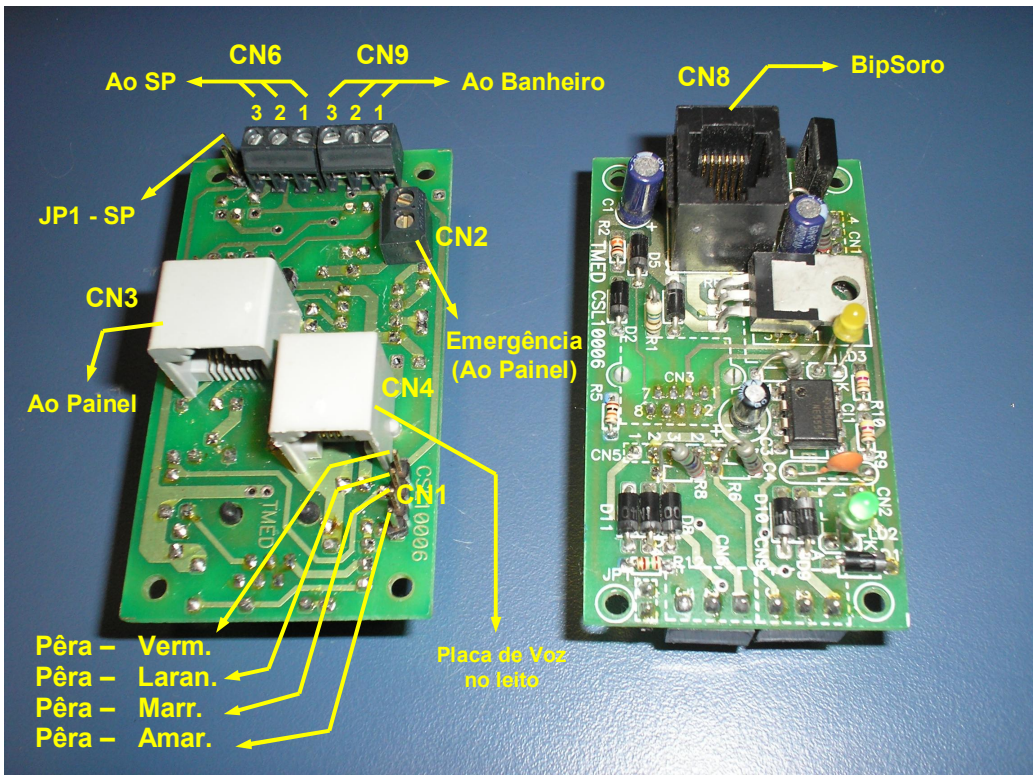

Figura 9 – Unidade de Comando (UC)
A **Figura 9** abaixo corresponde à vista das faces anterior e posterior da placa de circuito da UC. Os passos seguintes o guiarão no processo de instalação da UC em cada um dos leitos.
a. Na face posterior da placa da UC (veja a **Figura 9**), localize o receptáculo RJ-45 rotulado com "**CN3**". Em seguida, na caixa de passagem onde será instalada a UC, identifique o cabo de pares trançados que vem do **painel de sinalização (PS)**. Na extremidade deste cabo deve haver um plug RJ-45 previamente crimpado. Encaixe este plug no receptáculo **CN3**.
b. ***Execute este passo apenas se você optou por uma chamada de banheiro padrão.*** Na face posterior da placa da UC (veja a **Figura 9**), localize o borne de conexão rotulado com "**CN9**". Em seguida, na caixa de passagem onde será instalada a UC, identifique o cabo de pares trançados que vem do banheiro. Use uma chave de fenda 1/8"x3" para conectar uma das vias deste cabo ao pino 1 do borne **CN9**, uma segunda via ao pino 2 e uma terceira via ao pino 3 do mesmo borne. Não esqueça de anotar a correlação entre as cores das vias usadas e o número do pino ao qual estão conectadas.
c. Na face posterior da placa da UC (veja a **Figura 9**), localize o borne de conexão rotulado com "**CN6**". Em seguida, na caixa de passagem onde será instalada a UC, identifique o cabo de pares trançados que vem do **sinalizador de porta (SP)**. Use uma chave de fenda 1/8" x 3" para conectar uma das vias deste cabo ao pino 1 do borne **CN6**, uma segunda via ao pino 2 e uma terceira via ao pino 3 do mesmo borne. Não esqueça de anotar a correlação entre as cores das vias usadas e o número do pino ao qual estão conectadas.
d. Certifique-se quanto à existência de um jumper de programação ligando mutuamente os dois pinos de **JP1**. Veja a **Figura 9** acima. *Apenas quando os dois pinos deste jumper estiverem em curto-circuito, o sinalizador de porta estará habilitado e funcionará normalmente num apartamento com uma única UC*.
e. ***Execute este passo apenas se o seu Sistema de Chamada for equipado com viva-voz.*** Localize o receptáculo RJ-12 rotulado com "**CN4**" que fica na face posterior da placa da UC. Veja a **Figura 9**. Use o cabo de 6 vias (fornecido com a função opcional de viva-voz) para conectar a placa da UC à placa de voz do leito. *Observe que a placa de voz será instalada numa caixa de passagem 4x4" localizada ao lado da caixa onde será instalada a UC. Observe também que o cabo de 6 vias vai de uma caixa à outra passado pelo eletroduto que as une*.
f. ***Execute este passo apenas se o seu Sistema de Chamada for equipado com chamada de emergência.*** Quando o sistema for equipado com chamada de emergência, será necessária a passagem de um fio CCI (usado em instalações telefônicas internas) do painel de sinalização à caixa de passagem onde será instalada a UC. Para isto deve-se sempre usar o mesmo eletroduto (ou calha) por onde passa o cabo de pares trançados que liga o painel à UC. Localize o borne rotulado com "**CN2**" que fica na face posterior da placa da UC. Veja a **Figura 9**. Conecte uma das vias do fio CCI ao pino 1 do borne **CN2** e a outra via ao pino 2.
h. ***Instalando o Sinalizador de Porta (SP)***: localize o conjunto do sinalizador de porta (composto pela placa de circuito, pela tampa sega 4x2", pelo suporte da tampa e pelo
a. O sinalizador de porta deve ser conectado à UC do leito mais próximo da porta. Na caixa de passagem onde será instalada a placa da UC mais próxima à porta, identifique, o cabo de pares trançados que vem do **SP**. Identifique também o borne rotulado com "**CN6**" localizado na placa desta UC. Escolha três vias do cabo vindo do SP e use uma chave de fenda 1/8"x3" para conectar uma das vias ao pino 1, outra ao pino 2, e outra ao pino 3 deste borne. Na outra extremidade deste cabo (que estará na caixa de passagem onde será instalado o SP), selecione as mesmas três vias para ligar ao borne rotulado com "**CN1**" da placa de circuito do **SP**. Observe que o **pino 1** do borne **CN6** (na UC) deve ser ligado ao **pino 1** do borne **CN1** (no SP). Semelhantemente, o **pino 2** do **CN6** deve ser ligado ao **pino 2** do **CN1** e o **pino 3** do **CN6** deve ser ligado ao **pino 3** do **CN1**. Feito isto, ligue também, em paralelo, o **pino 1** do borne **CN6** de cada uma das outras UCs (da mesma enfermaria) ao **pino 1** do borne **CN6** da UC próxima à porta. Ligue ainda, em paralelo, o **pino 2** do borne **CN6** de cada uma das outras UCs (da mesma enfermaria) ao **pino 2** do borne **CN6** da UC próxima à porta. Veja as **Figuras 9 e 11** acima. Feito isso, remova o jumper de programação **JP1** (veja a **Figura 9**) de todas as UC exceto aquela à qual encontra-se ligado o SP. Noutras palavras, num ambiente com mais de um leito, o jumper **JP1** deve ser instalado apenas na UC diretamente conectada ao **SP**.